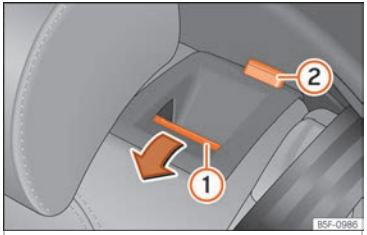

Abb. 129 Rücksitz: Rückenlehne vorklappen.
- Ziehen Sie die Entriegelungstaste ››› Abb. 129 ① nach vorn und klappen Sie gleichzeitig die Lehne vor. Die Rücksitzlehne ist entriegelt, wenn die rote Markierung des Tasters ② sichtbar ist.